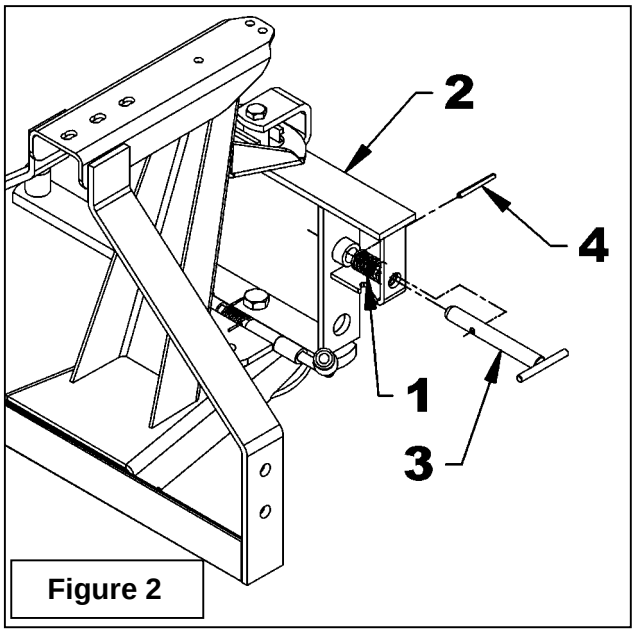

Figure 2
7. **Figure 2:** Placer le ressort de compression (item 1) dans le pivot du balai (item 2) et insérer la goupille en "T" (item 3). Fixer en insérant la goupille à ressort 1/4" x 2 1/2" (item 4) dans la goupille en "T" et à l'extérieur du ressort. Tirer sur la goupille en "T" et la tourner dans le sens anti-horaire pour que la goupille à ressort se place dans l'encoche et se fixe en place.